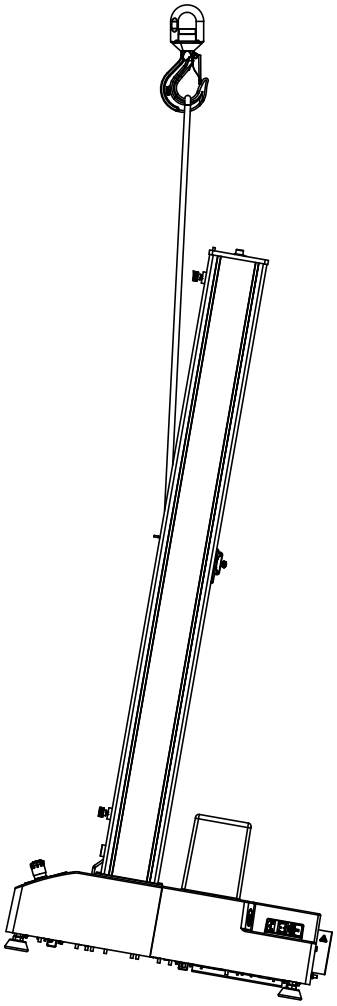

図 12. クレーンでロード フレームを持ち上げる
1. リフティング　スリングをクロスヘッドに取り付け、それをスリングがクロスヘッドの正面から垂直方向に延びるようにクレーン フックに固定します（61 ページの図 12 を参照）。リフティング スリングの代わりにチェーンを使う場合は、クロスヘッドを保護材で包み、クロスヘッドに傷が付かないようにします。